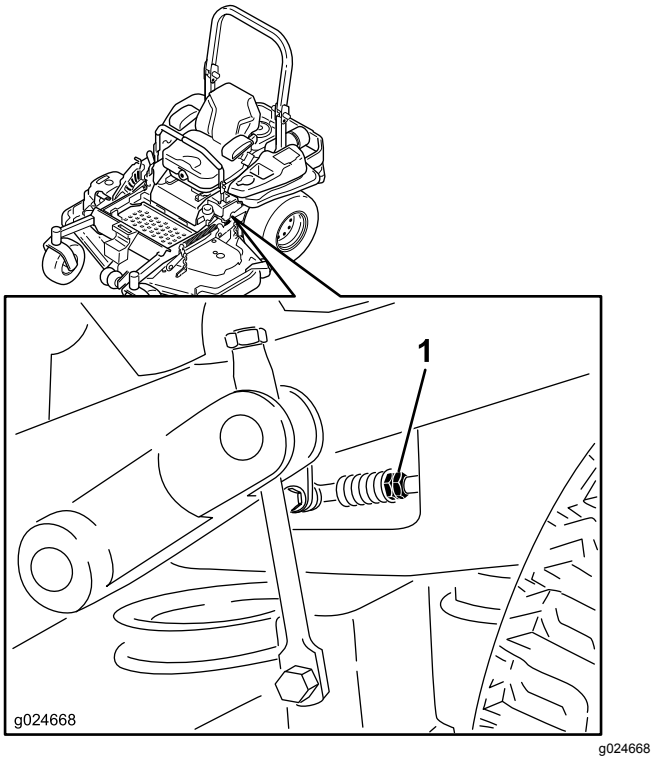

Figuur 78
8. Pas de lengte van de stang aan door de dubbele moeren op de stang in de juiste richting te draaien tot de wielen lichtjes gaan kruipen in de achteruitstand (Figuur 78).